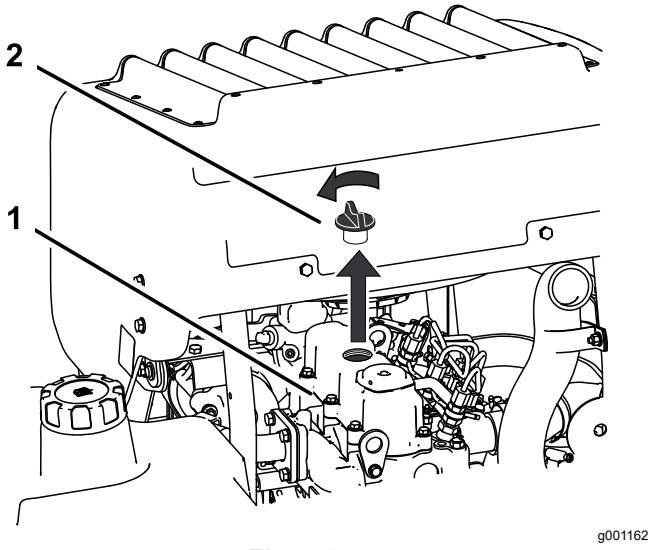

Figur 67
6. Ta bort oljepåfyllningslocket på motorns ovansida (Figur 67).
2. Ta bort oljepåfyllningslocket och oljestickan (Figur 67).